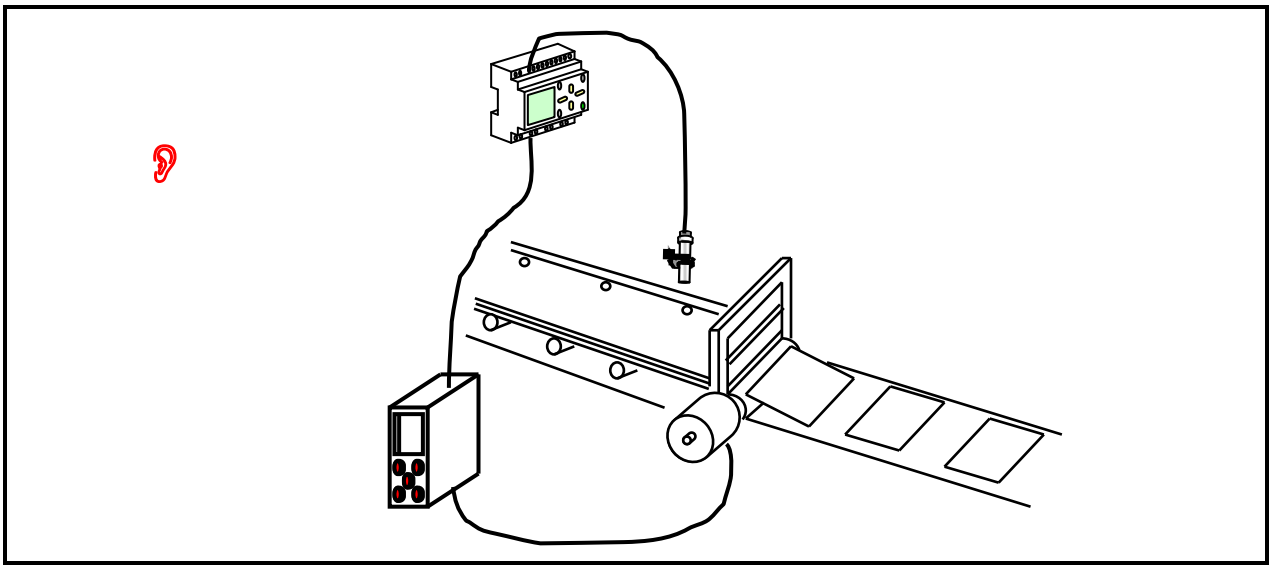

FIGURE 1
Study FIGURE 1 of a motor application using a controller for control and answer the questions.
2.1 Explain the operation of the application depicted in FIGURE 1. (4)
2.2 Draw the characteristic curve that will show the starting, stopping and deceleration of the controller controlled application shown in FIGURE 1. (9)
2.4 Identify the type of drive (motor) that should be used to achieve the characteristic curve in FIGURE 1? (2)
2.5 Explain the purpose of the sensor in the application shown in FIGURE 1. (2)